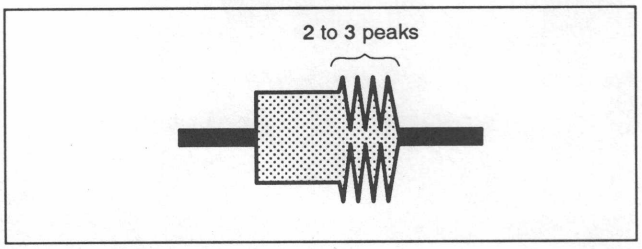

Fig. 7-74.
2) Confirm that the RF waveform on the exit side has 2 to 3 peaks in this condition. If not, adjust as follows. (See Fig. 7-74.)